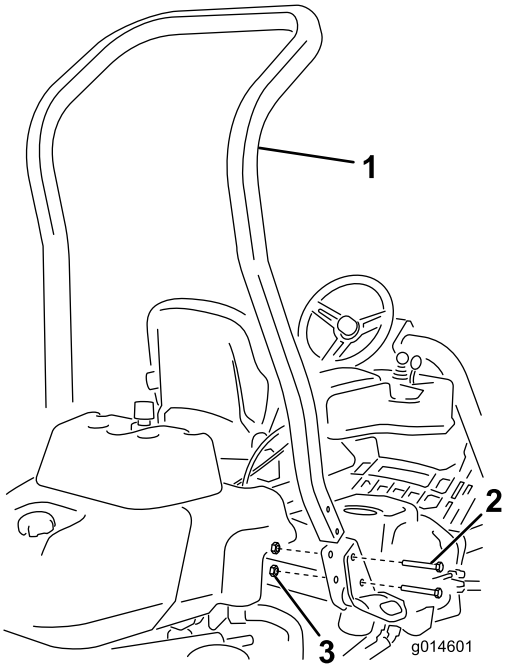

Figuur 3
3. Monteer de rolbeugel met behulp van 4 bouten (1/2 x 3-3/4 inch) en 4 flensmoeren (1/2 inch) in de vakken aan weerszijden van de machine (Figuur 3)